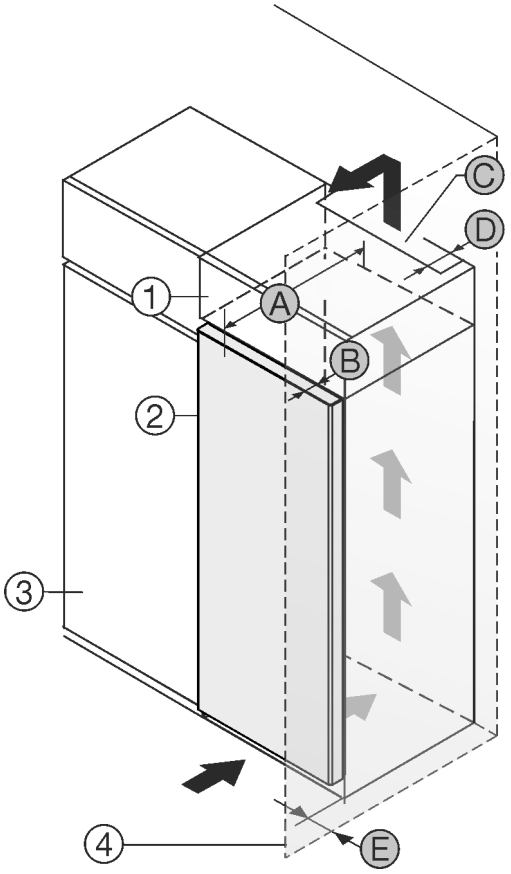

Fig. 1
Gerät direkt neben dem Küchenschrank *Fig. 1 (3)* aufstellen.*
An der Rückseite des Aufsatzschrankes muss ein Abluftschacht mit der Tiefe *Fig. 1 (D)* über die gesamte Aufsatzschrankbreite vorhanden sein.
Unter der Raumdecke muss der Entlüftungsquerschnitt *Fig. 1 (C)* eingehalten werden.
Wenn das Gerät mit den Scharnieren neben einer Wand *Fig. 1 (4)* aufgestellt wird, muss der Abstand zwischen Gerät und Wand mindestens 46 mm betragen. Dies entspricht dem Griffüberstand bei geöffneter Tür.*
Um die Türe vollständig öffnen zu können, muss Gerät um die Türtiefe *Fig. 1 (B)* gegenüber der Küchenschrankfront vorstehen. Abhängig von der Tiefe der Küchenschränke *Fig. 1 (3)* und Verwendung von Wandabstandshaltern kann das Gerät weiter herausragen.*